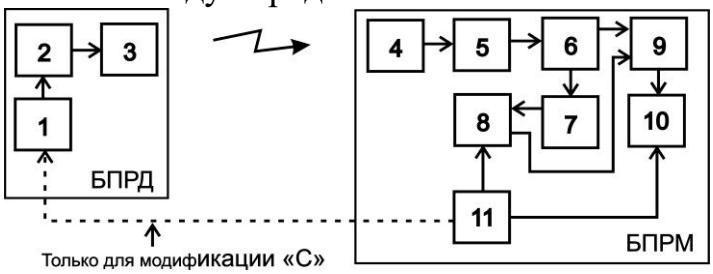

Рис. 6.5
6.2.1 Управляемый генератор 1 (см. рис. 6.5) вырабатывает импульсную последовательность определенной скважности. Под действием импульсов с генератора 1, модулятор 2 формирует последовательность СВЧ-радиоимпульсов, которые поступают на передающую антенну 3. Передающая антенна 3 излучает СВЧ-радио-импульсы в направлении приемной антенны 4. Образовавшееся между передающей3 и приемной 4 антеннами электромагнитное поле является источником полезных сигналов для обнаружения объектов, пересекающих данное электромагнитное поле. С выхода приемной антенны СВЧ-радиоимпульсы поступают на вход, детектора 5 и далее на усилитель 6, с первого выхода которого сигнал поступает на вход компаратора 7, информирующего узел управления 8 о наличии на выходе усилителя 6 импульсов. Под управлением элемента 11, ключ 9 пропускает импульсы в узел принятия решений 10, который управляет выходным оптореле. В модификации «С» генератор 1 синхронизируется по выделенным проводам под управлением элемента 11.